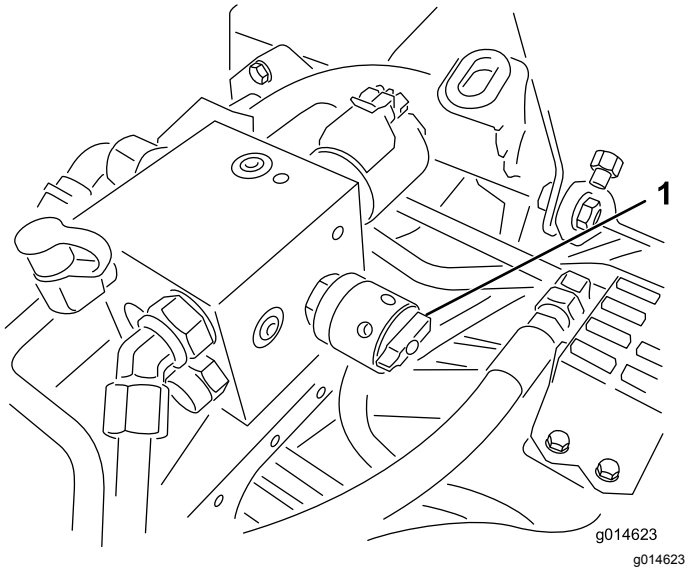

Figur 51
4. Juster spolehastigheten ved å vri knotten (Figur 51) til indikatorpilene er i linje med tallet du fastslo i trinn 3.